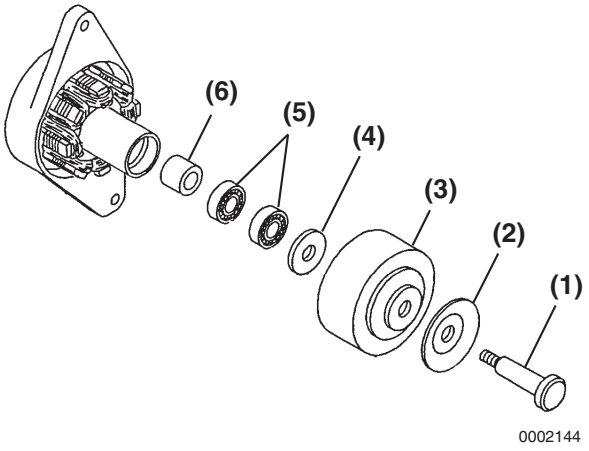

Figure 11-25
3. Remove the through bolt **(Figure 11-25, (1))**, pulley half **(Figure 11-25, (2))**, flywheel **(Figure 11-25, (3))**, flat washer **(Figure 11-25, (4))**, bearings **(Figure 11-25, (5))**, and spacer **(Figure 11-25, (6))**.